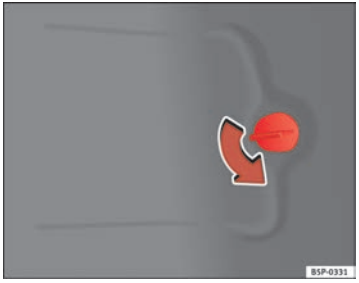

Fig. 194 Lights on vehicle body
– Open the cover of the luggage compartment side panel ⇒ fig. 194.